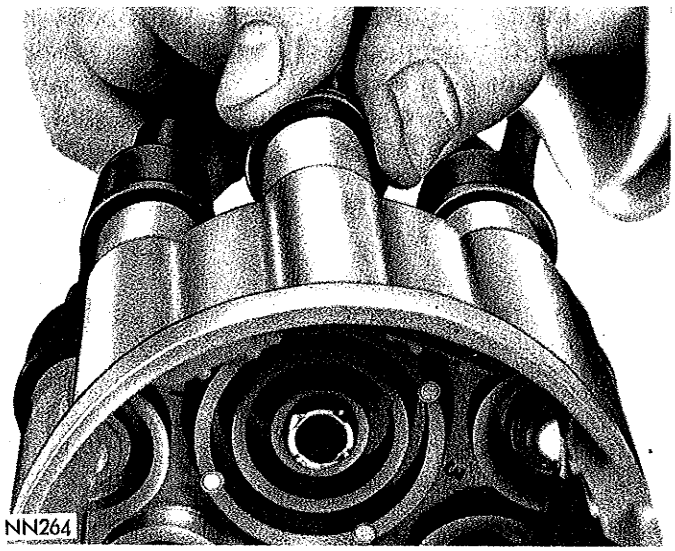
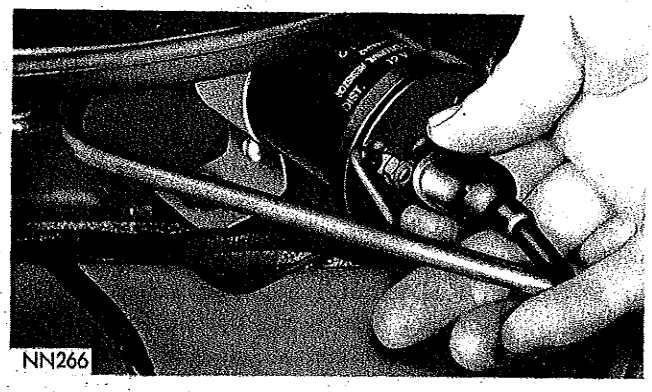

***Fig. 1—Installing Secondary Cable and Nipple at Distributor Cap Tower***
*Fig. 2—Installing Secondary Cable and Nipple at Coil Tower*
**When installing new cable assemblies, install the new high tension cable and nipple assembly over the cap or coil tower, entering the terminal into the tower, push lightly, then pinch the large diameter of the nipple (Fig.1) to release the trapped air between the nipple and tower. Continue pushing on the cable and nipple until the cables are properly seated in the cap towers. Use the same procedure to install the cable in the coil tower (Fig. 2).**